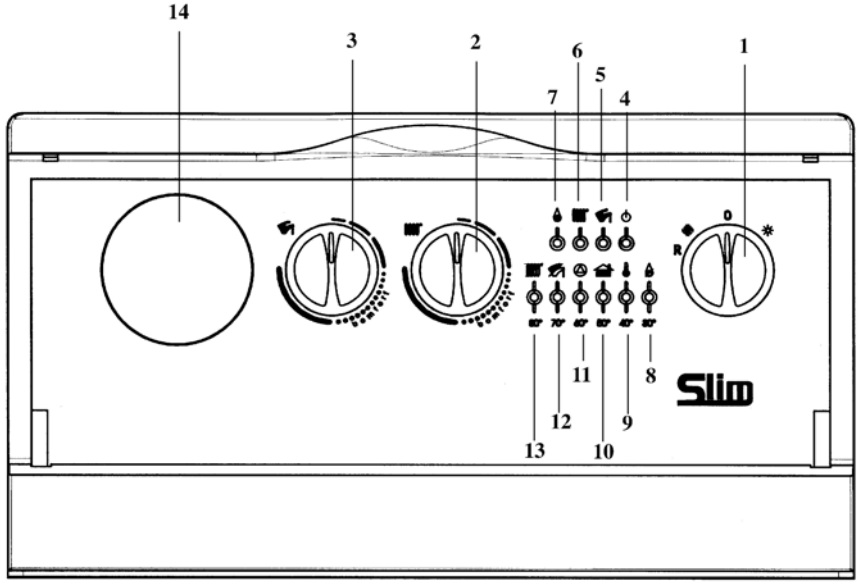

Рис. 1: Панель управления котла
- установить переключатель режимов «лето - зима» (рис. 1, позиция 1) в режим «зима» ❄;
- установить регулятор температуры воды в системе отопления (рис. 1, позиция 2) на нужное значение.
Важная информация: *при переключателе режимов «лето - зима» (рис. 1, позиция 1), установленном в положении «зима» ❄, перед каждым очередным включением котла по сигналу регулятора системы отопления установлена задержка на несколько минут (для того чтобы избежать частых включений/выключений). Для того чтобы горелка включилась сразу, переведите переключатель в положение (0), а затем снова установите режим «зима».*
Внимание! *При первом включении внутри трубы подачи газа могут образоваться воздушные пробки. В таких случаях горелка не будет включаться и произойдет блокировка котла по газу (загорается красная лампочка блокировки котла - рис. 1, позиция 8). При возникновении данной проблемы повторите процесс включения котла до поступления газа в горелку, кратковременно установив перед включением переключатель режимов (рис. 1, позиция 1) в положение R (сброс).*
Регулятор температуры воды в бойлере (рис. 1, поз. 3) может использоваться только при наличии накопительного бойлера. В этом случае возможно отрегулировать температуру воды контура ГВС, установив регулятор на нужное значении.
Приоритет ГВС можно отключить установив регулятор (рис. 1, поз. 3) на минимальное значение в соответствии с функцией защиты от замерзания воды в бойлере.
Данное устройство может быть снабжено комнатным термостатом для контроля температуры отапливаемого помещения. В этом случае регулятор температуры воды в системе отопления (рис.1, поз. 2) устанавливается в максимальное положение, а сигналы на включение и выключение котла поступают от комнатного термостата.
При отсутствии комнатного термостата температура помещения регулируется косвенным образом при помощи регулятора температуры воды в системе отопления (рис.1, поз. 2); при таких условиях насос системы отопления работает постоянно. Для увеличения температуры повернуть регулятор по часовой стрелке, для уменьшения - против часовой стрелки.
- Установить переключатель режимов (рис. 1, поз. 1) в положение (0), проследив, чтобы лампочка-индикатор (рис. 1, позиция 4) погасла; таким образом, прекращается подача электричества на котел.
- переключатель режимов (рис.1, позиция 1) не установлен в положение (0);